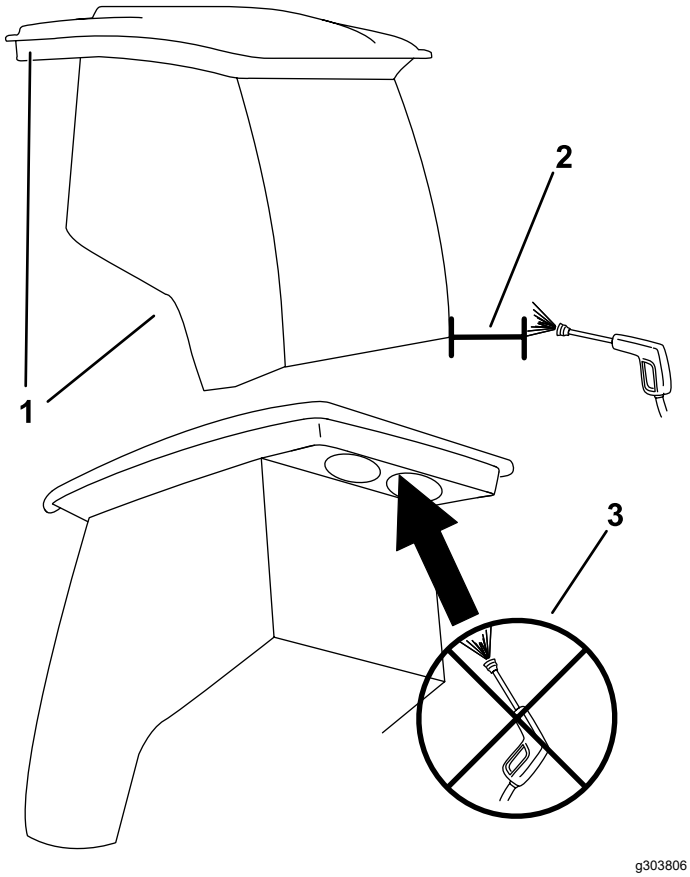

**Figura 82**
***Importante:*** **Prestate attenzione alle guarnizioni della cabina (Figura 82). Se utilizzate una lancia a pressione, mantenete l'asta di lavaggio ad almeno 0,6 m di distanza dalla macchina. Non utilizzate la lancia a pressione direttamente sulle guarnizioni della cabina o sotto la sporgenza posteriore.**